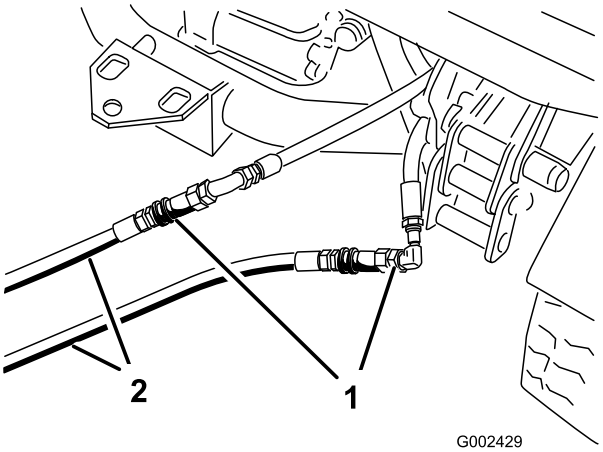

**Figur 76**
3. På det køretøj, der ikke fungerer: Forbind de to startslanger med slangerne, der blev frakoblet (Figur 76). Tildæk alle ubrugte fittings.